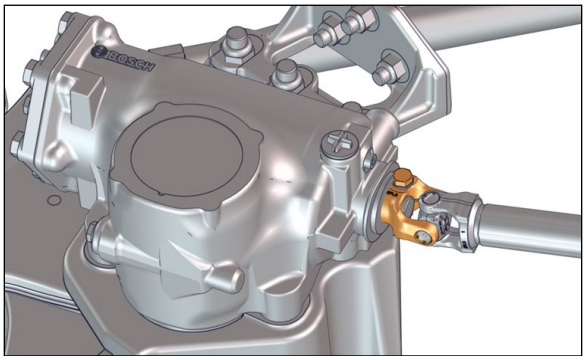

FIGURE 6
7. Disconnect the steering shaft yoke from the steering gear input shaft (Figure 6). See paragraph ***10.4 t-arm***